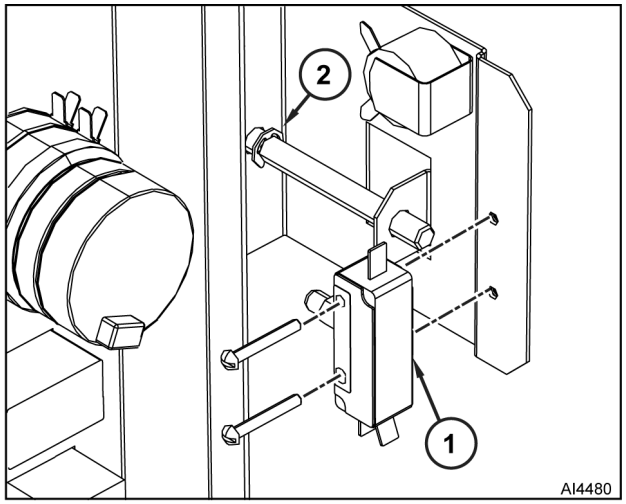

Fig. 60
3. Disconnect wiring from switch (1, Fig. 60).